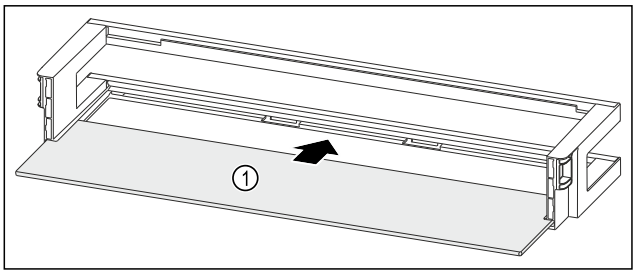

Fig. 212 Door rack with shelf
▶ Push the shelf *Fig. 212 (1)* into the side recesses.